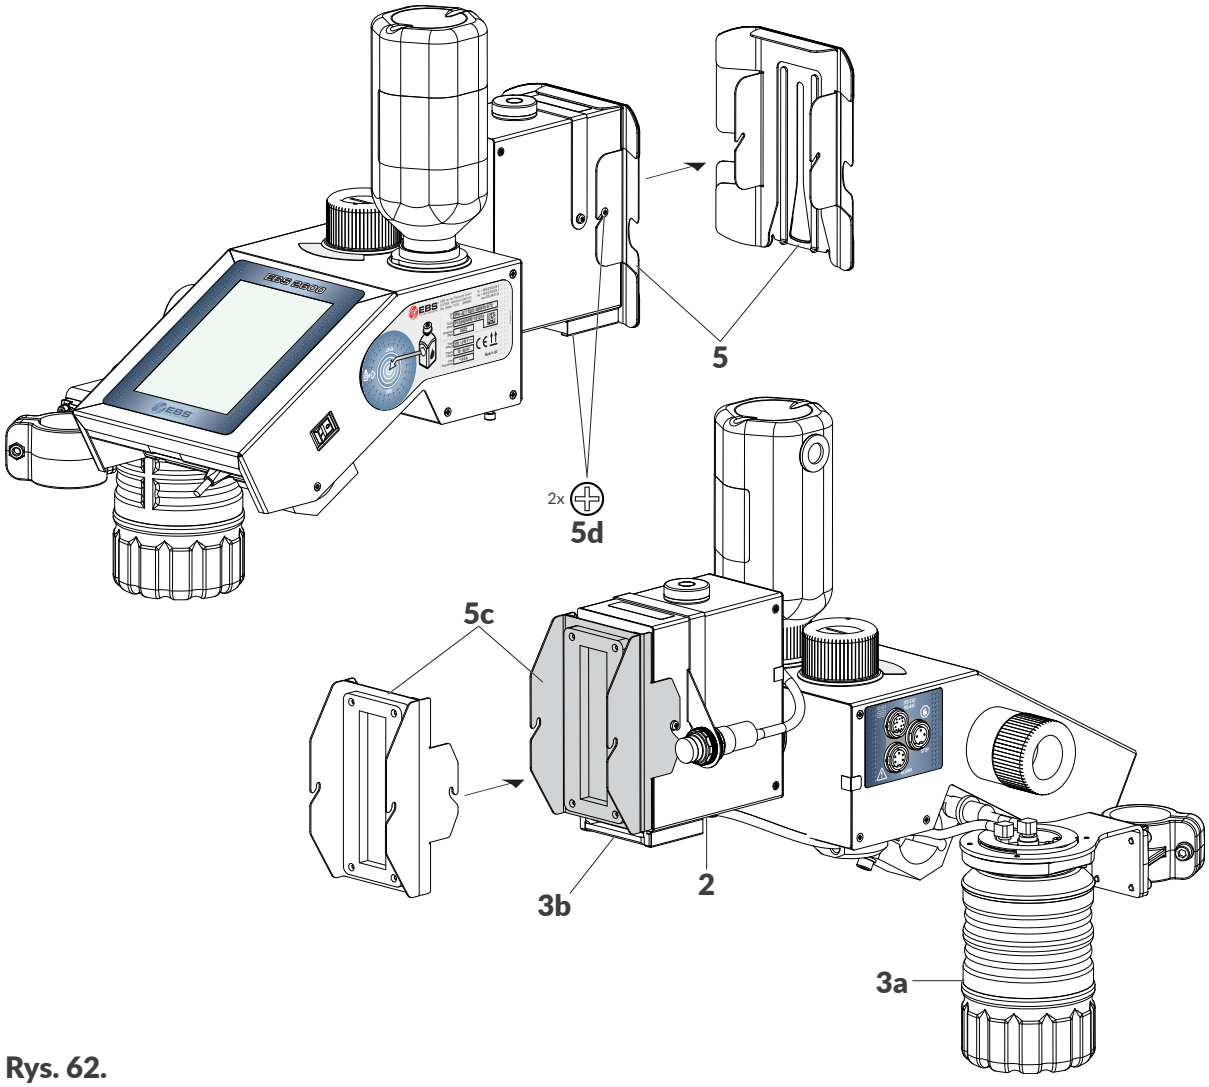

Rys. 62.
Wyrzucany atrament spływa po płycie z dyszami (opcjonalnie również po rynnie ściekowej **5c** - patrz *Rys. 62 na stronie 150*) do listwy ściekowej **3b**, a następnie odbierany jest przez system ściekowy i trafia do butelki ściekowej **3a**.
2. Za pomocą wkrętaka krzyżakowego poluzuj dwa wkręty **5d** (patrz ***Rys. 62***) mocujące ślizg **5**.
1. Za pomocą wkrętaka krzyżakowego poluzuj dwa wkręty **5d** (patrz ***Rys. 62 na stronie 150***) mocującej rynnę ściekową **5c**.